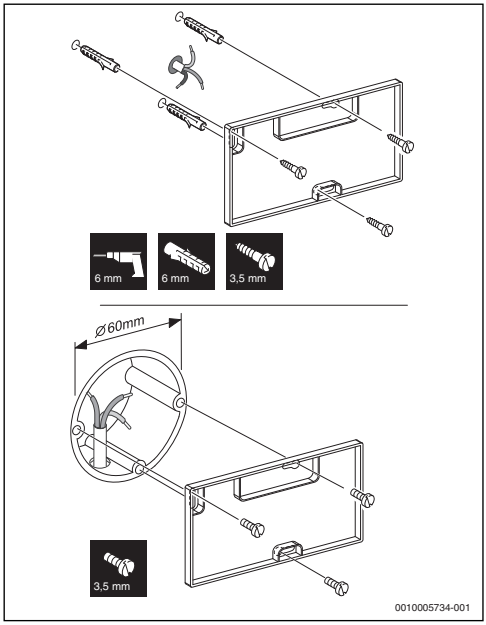

Bild 4 Installation des Sockels an der Wand
- ▶ Bohrungen vornehmen (→ Bild 4).